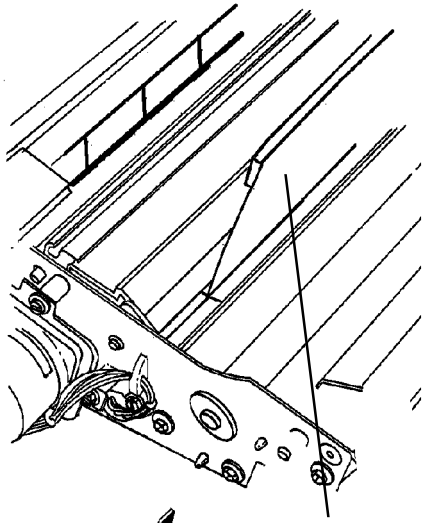

**Figure 2 Reinstalling the Lower Pressure Plate**
1. (Figure 2): Reinstall the Lower Pressure Plate.